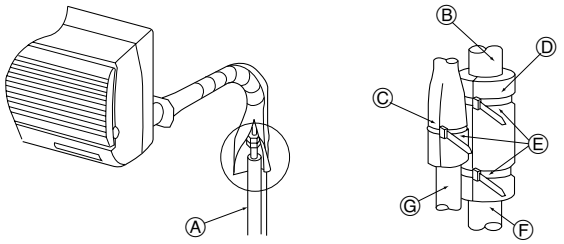

Fig. 4-4
4.4. Trabajo de instalación de la tubería del refrigerante (Fig. 4-4)